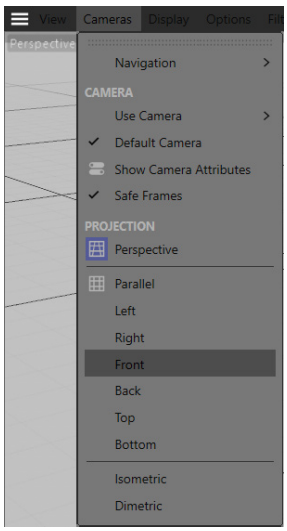

Figure 2-2 *Choosing the* ***Front*** *option from the Menu in editor view*
2. Press the middle mouse button in the Perspective viewport; all viewports are displayed. Next, hover the cursor over the Front viewport and then press MMB to maximize it. Alternatively, choose **Cameras > Front** from the Menu in editor view, as shown in Figure 2-2; the Front viewport is maximized.